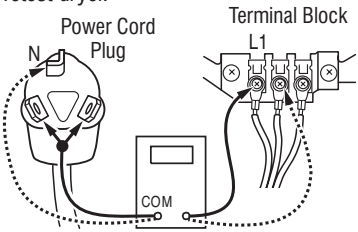

Figure 4a - Plug-to-terminal connections for electric dryer.
3. With an ohmmeter, check for continuity between the neutral (N) terminal of the plug and the center contact on the terminal block. See Figure 4a.
4. In a similar way, check which terminal of the plug is connected to the left-most contact on the terminal block and make a note of it. This will be L1 (black wire) in the wiring diagram. See Figure 4a.